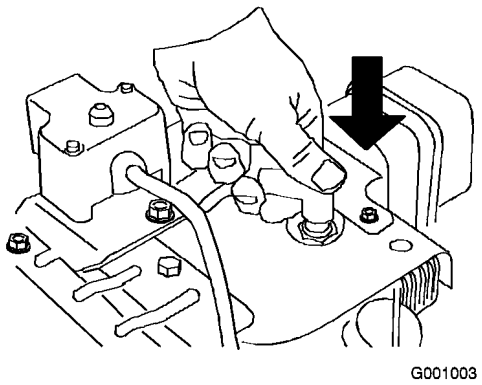

Figur 24
1. Koble til tennpluggledningen (Figur 24).